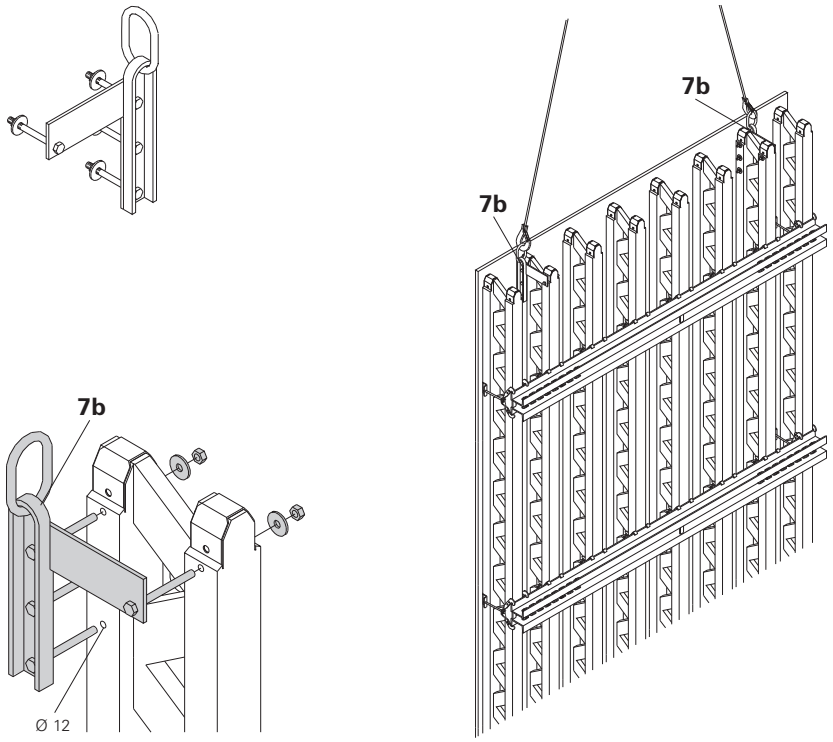

Rys. B3.02
- Zaczep transportowy montować po zewnętrznej stronie dźwigara. (Rys. B3.02)